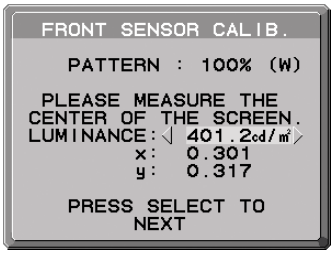

Рисунок S.4
6. Отобразится экран измерений. Измерьте яркость и цветность центра дисплея с помощью внешнего цветоанализатора близкого диапазона. Введите измеренное значение в LUMINANCE (ЯРКОСТЬ) и CHROMATICITY (ЦВЕТНОСТЬ) с помощью клавиш управления, а затем нажмите SELECT (**Рисунок S.4**).